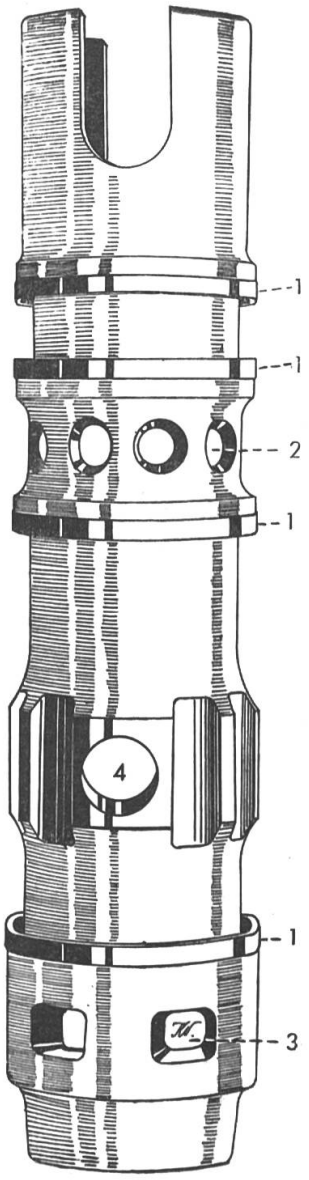

Fig. 80
Fig. 80: «Boîte humide» d'un moteur Junker à pistons opposés. Etant donné la construction spéciale de ce moteur, cette pièce en forme une partie très intéressante. Les surfaces de joint (1) sont détalonnées, de sorte qu'elles font un peu ressort. 2 = Fentes à eau de refroidissement, 3 = Fentes à échappement, 4 = Alésage pour gicleur de carburant.